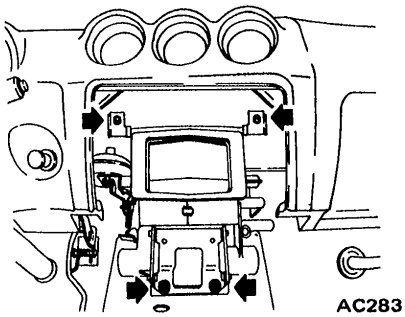

Fig. AC-53 Removing heater unit
16. In passenger compartment, remove heater unit mounting bolts (two each on upper and lower sides). See Figure AC-53.